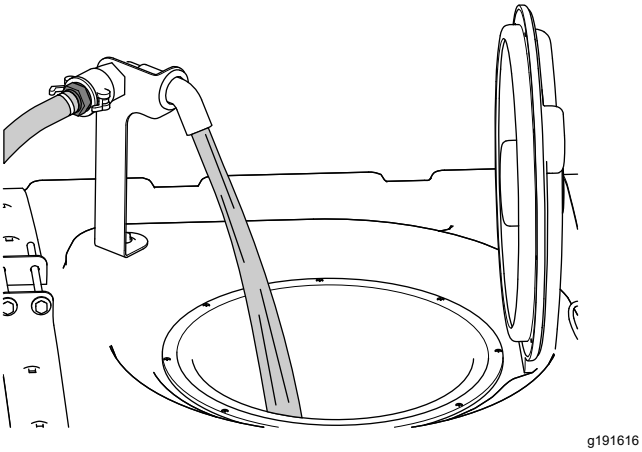

Figur 30
5. Tillsätt tre fjärdedelar av den vattenvolym som krävs i grässpridarens tank (Figur 30).